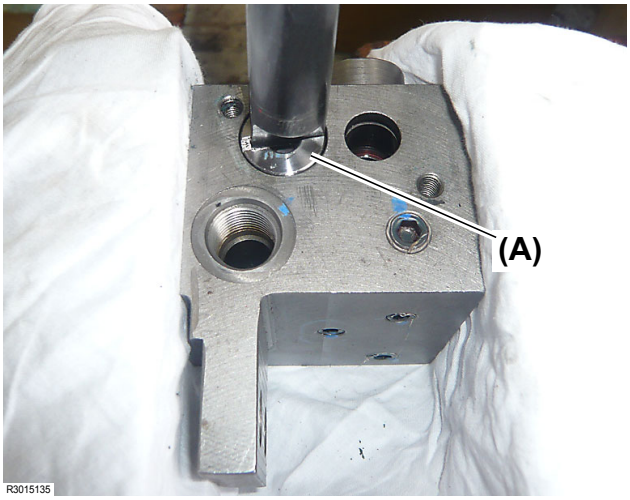

Fig. 27
15.Remove the mechanical check valve sleeve **(Fig. 27, (A))**.